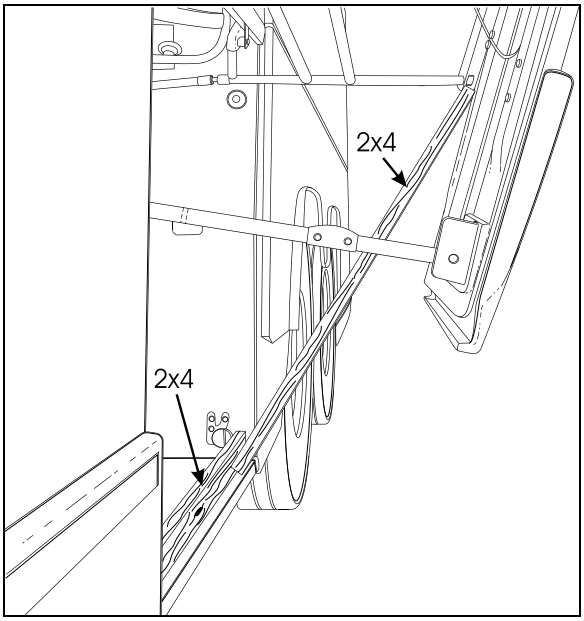

FIGURE 78: PANTOGRAPH ADJUSTMENT
*Refer, if needed, to* Figure 78 *for identification of door components.*